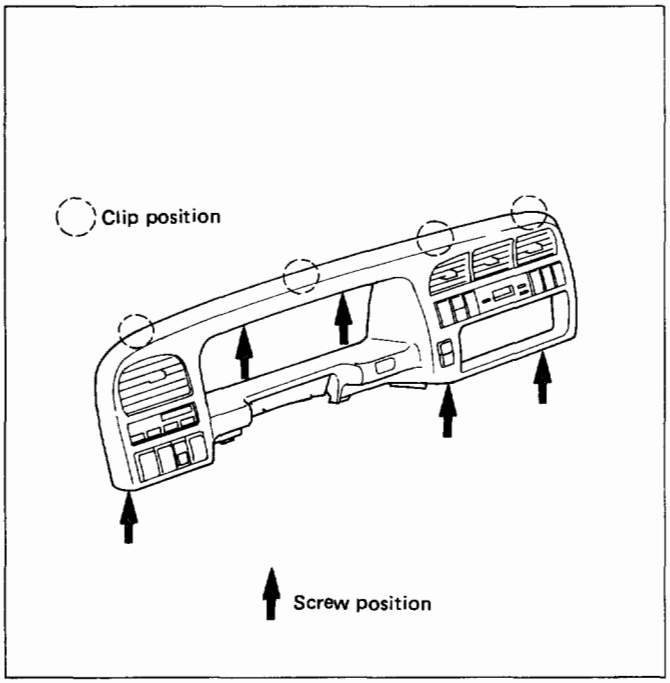

Fig. 10-16
11. Instrument panel cluster assembly (Fig.10-16)